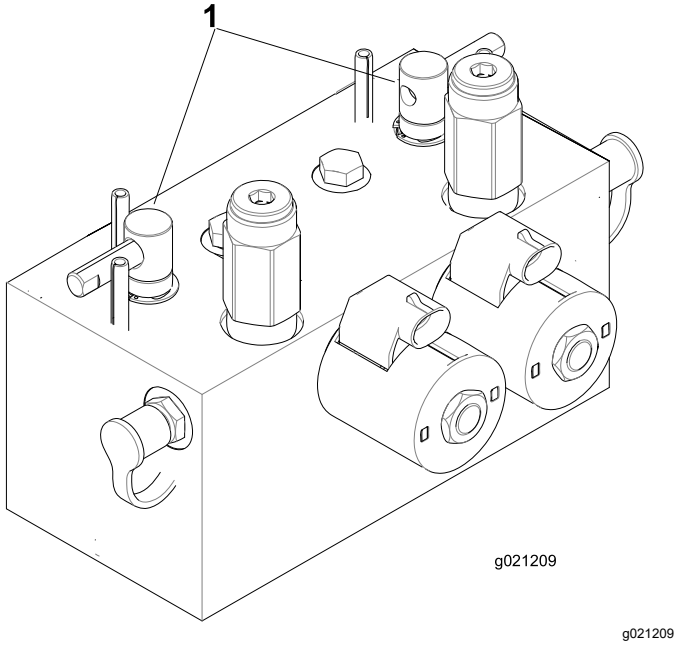

Rysunek 75
2. Odblokuj i podnieś fotel, aby odsłonić dźwignie ostrzenia (Rysunek 75).
5. Wybierz przednią, tylną lub obie dźwignie ostrzenia, aby wybrać zespoły przeznaczone do ostrzenia (Rysunek 75).